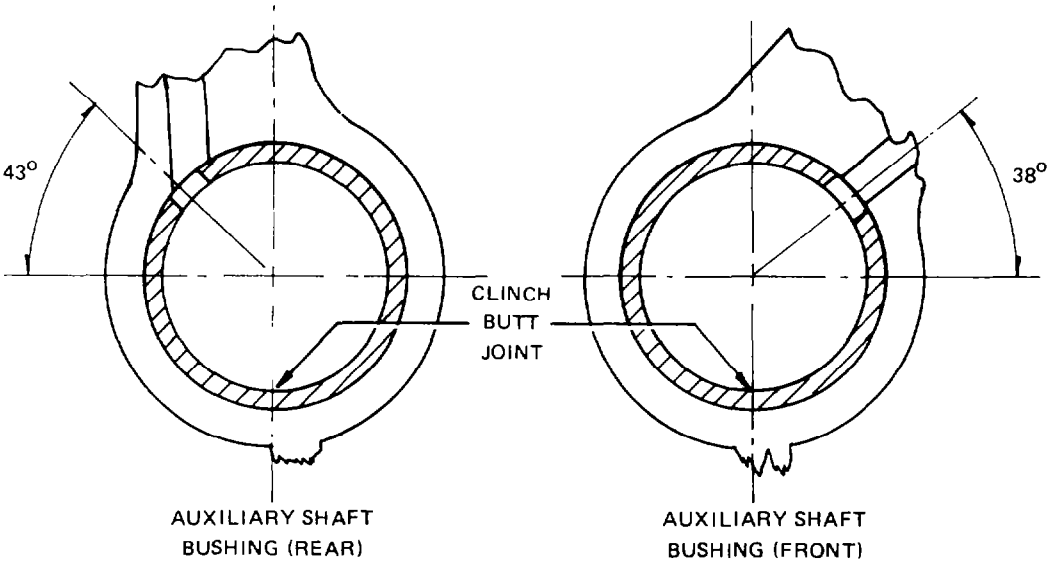

Fig. 63 — Oil Hole Alignment
b. Use tool J-21428 to install the bearing in the block, ensure that the oil hole and clinch-butt joint are correctly positioned (see fig. 63).
c. Install the front bearing using tool J-21428 ensuring that the oil hole and clinch-butt joint are correctly positioned as shown in fig. 63.